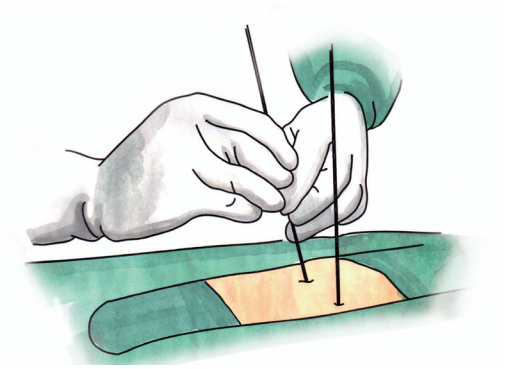

图 2a
- 预穿刺确定切口位置，穿刺点位置：椎弓根体表位置点外侧 1-1.5CM，肥胖患者的入路需要再偏向外侧（图 2a）。